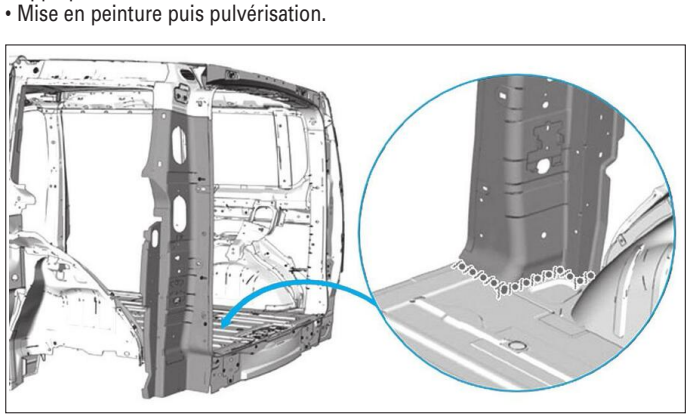

FIG. 100
- Appliquer une couche d'impression phosphatante sur la zone mise à nue **(Fig.100)**